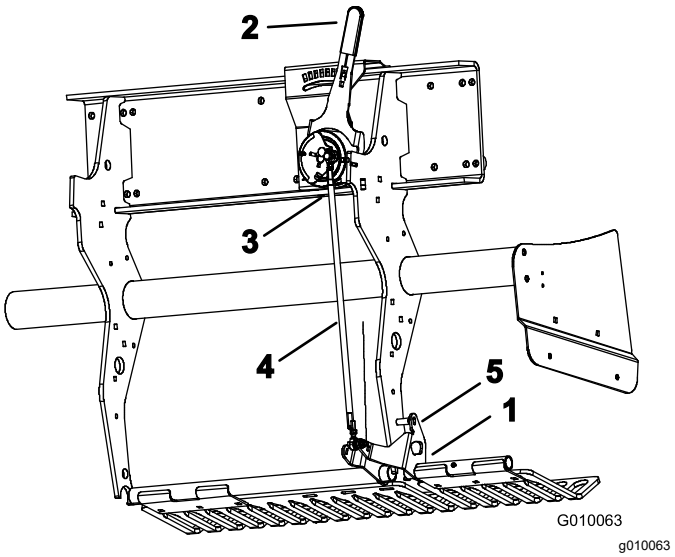

Rysunek 60
2. Obracaj lewy wspornik montażowy osłony od darni (Rysunek 60) w górę, aż można będzie włożyć trzpień blokujący, np. kołek lub śrubę 8 mm, między wspornik i rurę ustawiania głębokości przyspawaną do ramy.
3. Ustaw dźwignię głębokości (Rysunek 60) w położeniu H (najgłębiej).
4. Odłącz zewnętrzny przełącznik kulowy (Rysunek 60) od wiązki przewodów (przełącznik opuszczania głowicy).
5. Odkręć przeciwnakrętki (lewą i prawą) cięgna regulacji głębokości (Rysunek 60).